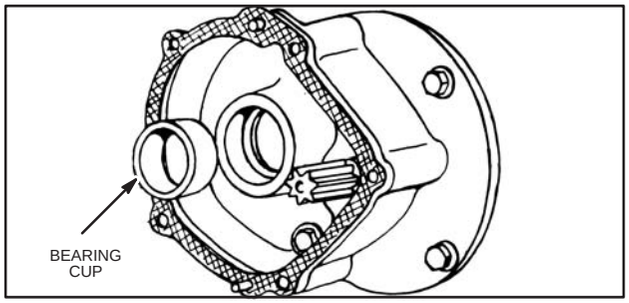

Fig. 124
1. Assemble gear case to crankcase of engine with cap screws and lockwashers, Fig. 124.
4. Place gear case cover gasket over dowel pins in gear case, Fig. 124.
NOTE: To assemble part numbers 290573 (NLA), 290559 (NLA), and 290563 (NLA) gear case assemble follow instructions above except place the shims back of roller bearing cup in gear case, Fig. 124.